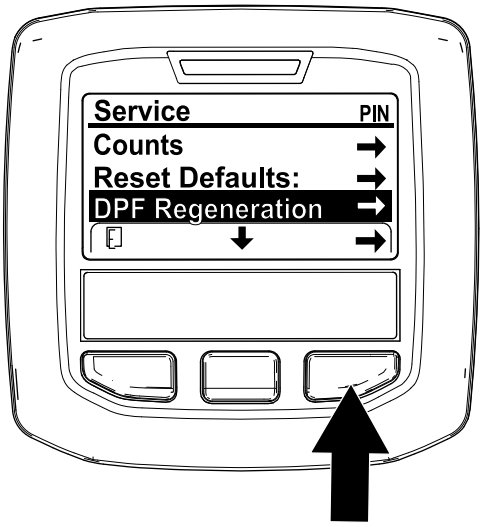

Figuur 36
1. Ga naar het onderhoudsmenu en druk op de middelste knop om naar de optie DPF REGENERATION te gaan (Figuur 36).
2. Druk op de rechterknop om de optie DPF Regeneration te selecteren (Figuur 36).